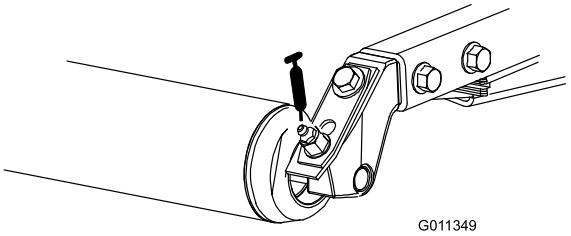

Figur 42
- Bakre rullager (2 per klippenhet) (Figur 42)